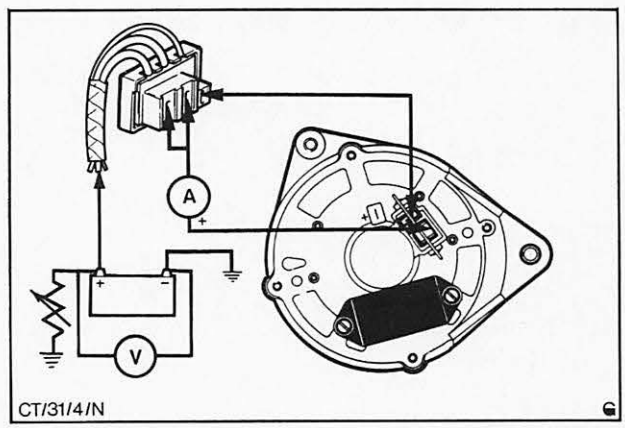

Abb. 12 Stromabgabe der Drehstromlichtmaschine prüfen
5. Testkabel, Amperemeter, Voltmeter und Belastungswiderstand, wie in Abb. 12 gezeigt, anschließen.